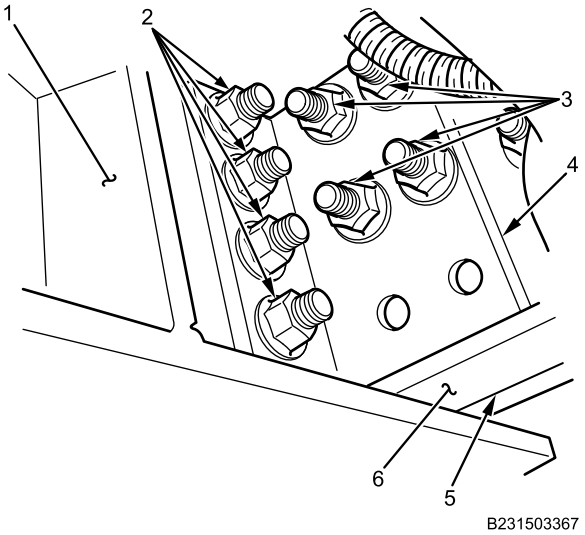

Figure 3. Backside of Rear Frame Crossmember and Left Support.
5. With assistance, support rear frame crossmember (Figure 3, Item 1) and remove eight bolts and nuts (Figure 3, Item 2) from rear frame crossmember.
6. With assistance, remove rear frame crossmember (Figure 3, Item 1) from rear frame crossmember supports (Figure 3, Item 4).
7. Remove eight bolts and nuts (Figure 3, Item 3) from rear frame crossmember supports (Figure 3, Item 4).
8. Remove towing eyes (Figure 1, Item 1) and rear frame crossmember supports (Figure 3, Item 4) from frame rails (Figure 3, Item 6).